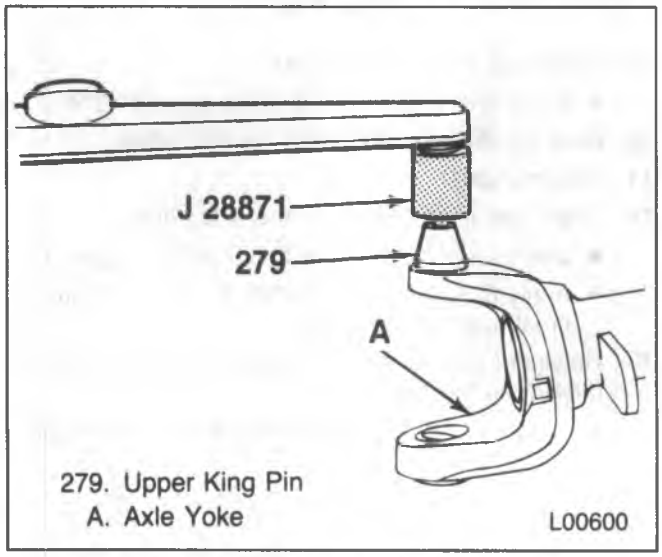

Figure 61 – Installing the Upper King Pin
4. Upper ball joint (279) using J 28871 (figure 61).